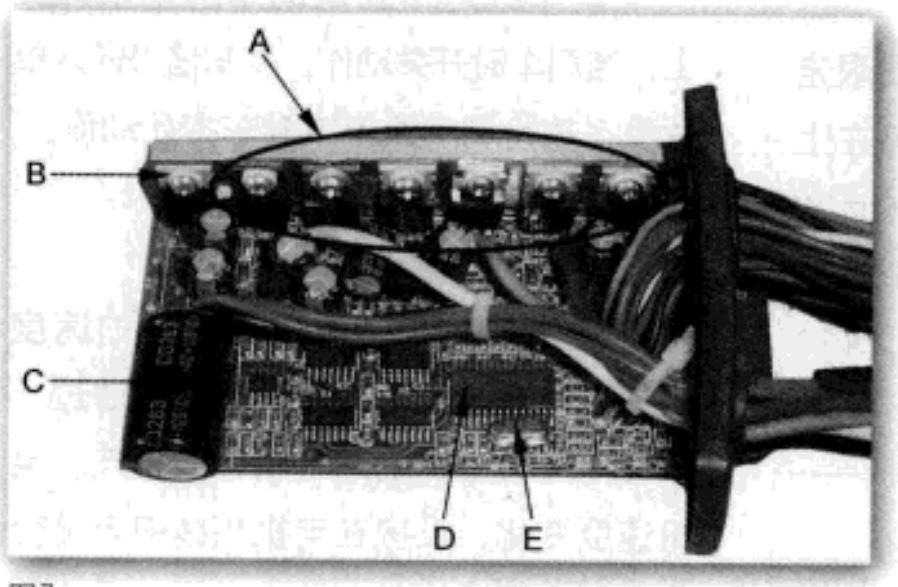

图7
打开无刷电机控制器，如图7所示，目视检查有无不良，重点检查各导线是否焊接良好，功率MOS管、14V稳压管、大电解电容、单片机、振荡器是否焊接良好，如图7中A、B、C、D、E标注的所示，要排除不良点。
2. 分别测6个MOS管引脚间有无短路现象，此点较为重要，无刷电机控制器（如MOS管）较差，过流保护控制不佳或散热做得不好，往往会引起MOS管击穿，如图7中A部分。